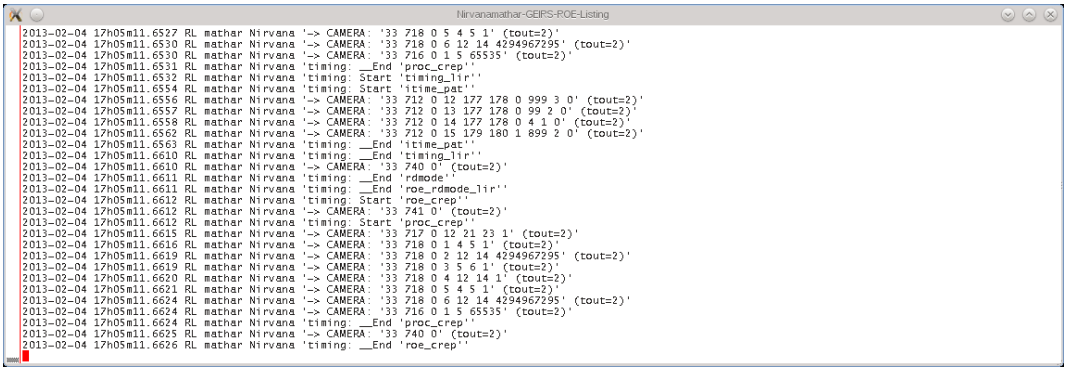

Figure 14: The monitor opened with the `Module`→`RoeLog-Mon` menu of Figure 9.
- **ROE-Log-Mon.** Opens a log monitor similar to Figure 14 showing a history of command exchange with the ROE.
Two additional log monitors may be opened with the `Modules` menu, illustrated in Figures 14–15. These are passive displays: they filter lines from the `$CAMHOME/log/*.log` files; the logging parameters and amount of information that is stored in these files does not depend on whether the associated GUI is open or not. (The logging information *does* depend on the `LOG_LEVEL` definition in the `GNUmakefile` while compiling and further on the adjustments by any `log` commands send to the GEIRS shell.)
The monitor of the ROE logs, Figure 14, tracks `log/roe*.log`, and shows a time stamp, the user name on the host machine, the camera name, and two kinds of lines: